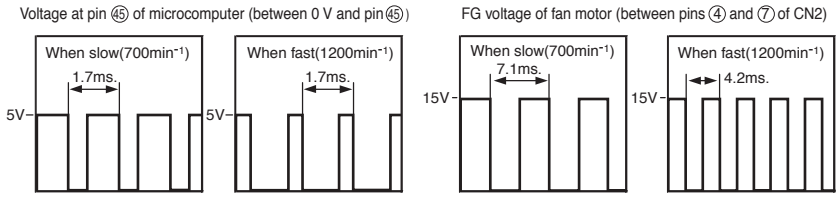

Fig. 3-2
- The VS receives a command voltage from the microcomputer (IC601). The VS terminal undergoes an analog voltage that matches the Lo level time ratio of the pulse signal from pin 45 of the microcomputer. (See Fig. 3-2.)